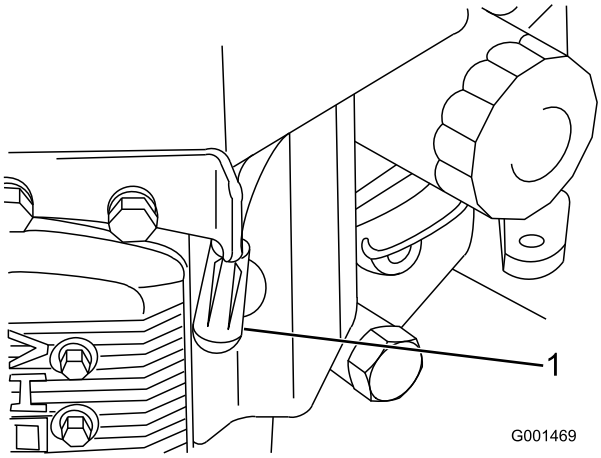

Rysunek 38
3. Odłącz przewód od świecy zapłonowej (Rysunek 38).